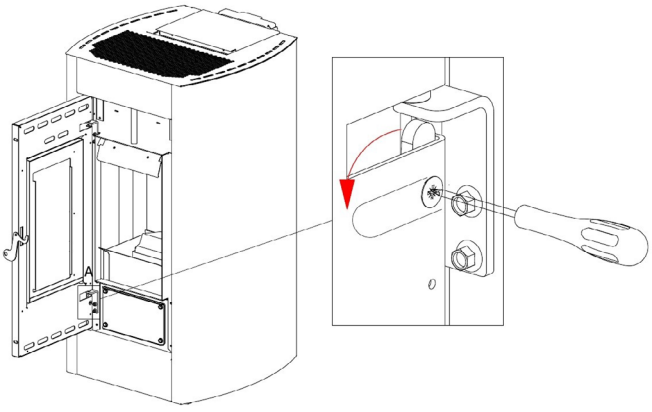

Fig. 23 - Entfernen der Schrauben
- Hebel mit einem Schraubenzieher in Pfeilrichtung drehen (siehe **Fig. 23 auf S. 19**).